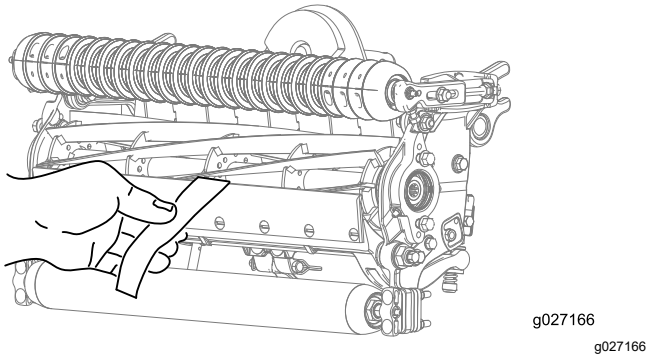

Рисунок 10
12. Проверьте характеристики скашивания, вставив длинную полоску бумаги для проверки Toro на производительность среза между барабаном и неподвижным ножом перпендикулярно неподвижному ножу (Рисунок 10).